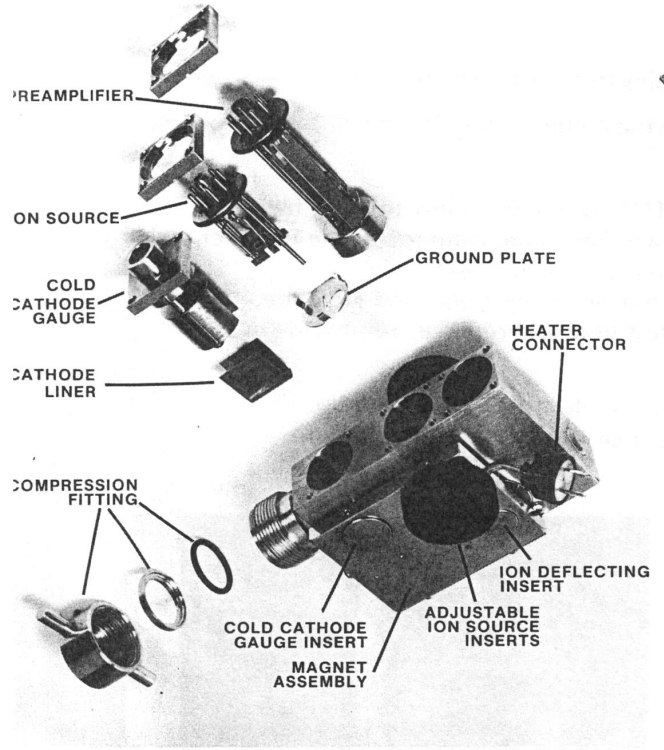

Figure 6-10. Spectrometer Tube (Exploded View)
1. Remove the three electrical plugs at the top of the spectrometer tube. Unplug the spectrometer tube heater. Loosen the compression fitting and remove the spectrometer tube to a convenient bench. (Figure 6-10 is an "exploded" view of the spectrometer tube.)